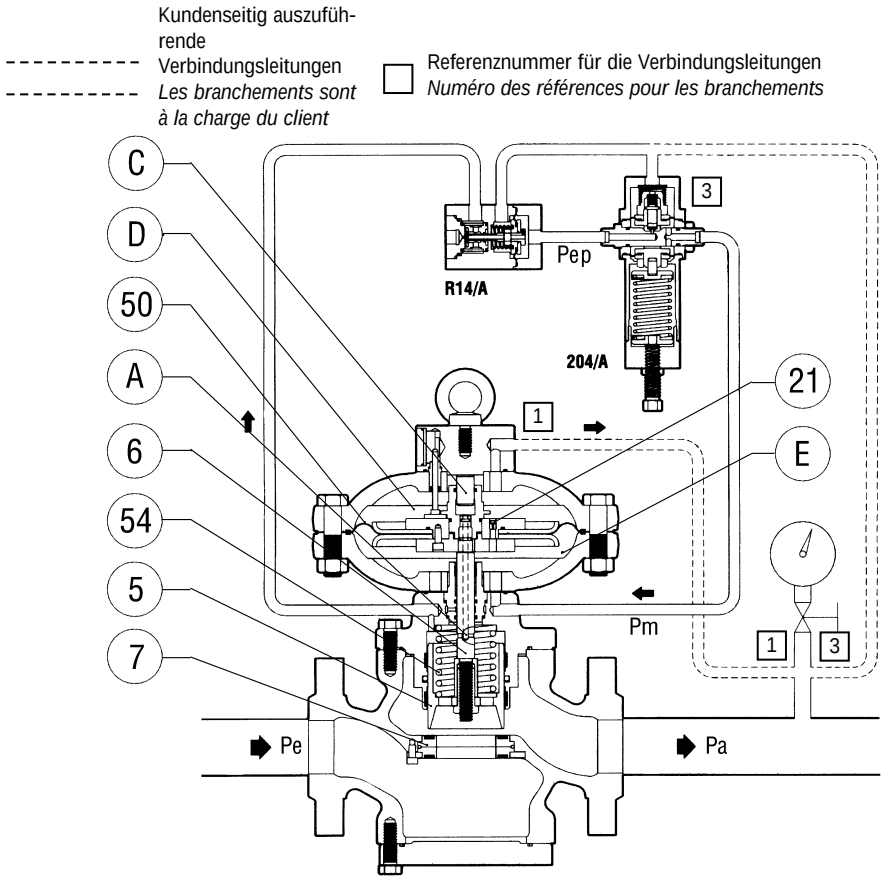
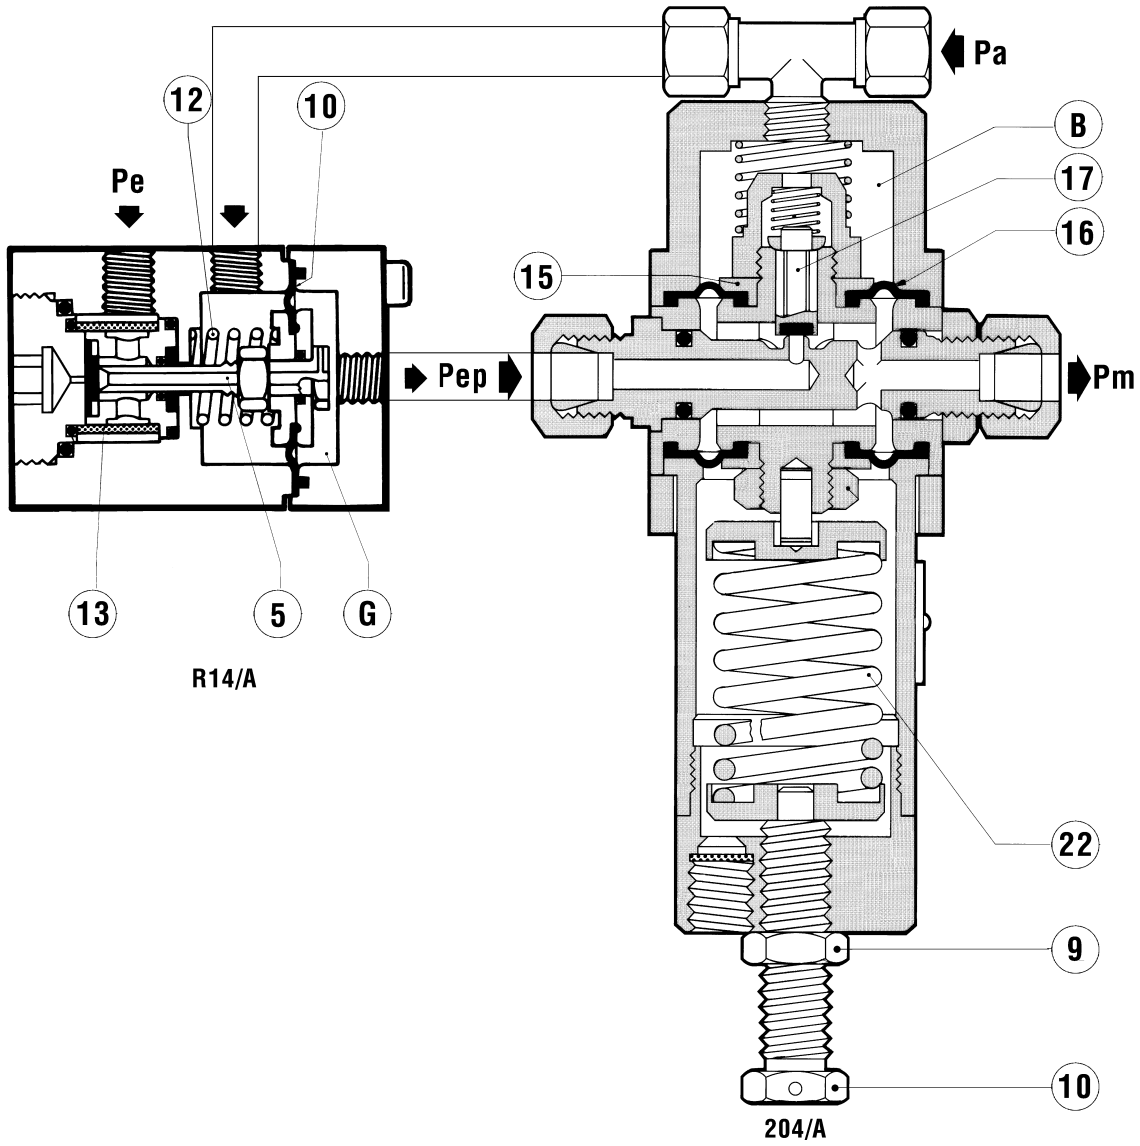

Fig. 1
Fig. 2
1.2.1 REGELGERÄT MIT PILOT 204/A+R14/A (ABB. 1)
In drucklosem Zustand wird das Stellglied 5 durch die Feder 54 in Schließstellung gehalten und liegt auf der Ventilsitzabdichtung 7 (Abb. 1) auf. In Schließstellung anstehende, sich verändernde, Eingangsdrücke haben keinerlei Einfluß auf diese Schließstellung, da das Stellglied vollkommen vordruckausgeglichen ist.
1.2.1 DETENDEUR AVEC PILOTE 204/A+R14/A (FIG. 1)
Quand il n'y a pas de pression, le clapet 5 est maintenu en position de fermeture par le ressort 54, et s'appuie sur la garniture armée 7 (fig. 1). Même si elle est variable, la pression en amont ne modifie pas cette position étant donné que le clapet et totalement compensé, et par conséquent soumis aux mêmes pressions, même si elles varient en grandeur. La tige 6 se trouve elle aussi entre deux pressions qui sont les mêmes puisque la pression en amont arrive aussi à la chambre C par le biais du trou de passage A. Le clapet est commandé par la membrane 50 sur laquelle agissent les forces suivantes:
Das Steuergas wird im Filter 13 gereinigt. Der Druck wird im Stabilisator R14/A (Abb. 2), der in der Hauptsache aus einem Stellglied 5, einer Feder 12 und einer Membrane 10 besteht, auf einen Zwischendruck Pep reduziert. Der Stabilisator R14/A ist fest auf einen Differenzdruck eingestellt und benutzt als Führungsgröße den Regeldruck Pa. Von der Kammer G wird der Druck Pep dann in den Pilot 204/A geführt, der ihn mittels des Stellglieds 17 bis auf den Wert Pm regelt; dieser wird dieser wird dann in das Meßwerk des Reglers geführt. Die Regulierung des Steuerdrucks Pm erfolgt einerseits durch die von der Pilotregler-Einstellfeder 22 ausgeübte Kraft und andererseits durch die vom Ausgangsdruck Pa in der Kammer B auf die Membrane 16 ausgeübte Kraft. Die Einstellung kann durch Drehen der Einstellschraube 10 verändert werden; das Drehen im Uhrzeigersinn hat einen Anstieg des Pm und damit des Ausgangsdrucks Pa zur Folge; das Umgekehrte gilt für das Drehen der Einstellschraube gegen den Uhrzeigersinn. Wenn beispielsweise beim Betrieb (durch Erhöhen der Durchflussmenge oder durch Abfallen des Eingangsdruckes) der Ausgangsdruck absinkt, entsteht ein Ungleichgewicht am Stellantrieb 15 des Pilotreglers. Der Stellantrieb verschiebt sich nach oben, das Stellglied 17 öffnet weiter. Folglich steigt auch der Steuerdruck Pm in der Kammer E unter der Membrane 50 (Abb. 1) und bewirkt ein Anheben des Stellgliedes 5 und somit größere Öffnung des
Le gaz est filtré par le filtre 13 et subit une première décompression dans le prédé-tendeur R14/A (fig. 2) essentiellement composé d'un clapet 5, d'un ressort 12 et d'une membrane 10 jusqu'à une valeur Pep qui dépend de la pression d'étalonnage du détendeur. La pression Pep passe ensuite de la chambre G dans le pilote 204/A qui par l'intermédiai du clapet 17 régule la pression à la valeur Pm d'introduction dans la teté du dé tendeur. Le réglage de la presion de motorisation Pm se fait en opposant la force exercée par la resort d'étalonnage 22 du pilote à l'action de la pression régulée Pa qui agit sur la membrane 16 dans la chambre B. a modification de l'étalonnage se fait en tournant la bague de réglage 10. En la tournant dans le sens des aiguilles d'une montre, la pression de motorisation Pm augmente et par conséquent la pression régulée Pa aussi; vice versa si cette bague est tournée dans le sens contraire des aiguilles d'une montre. Par exemple, si durant le fonctionnement il y a une baisse de la pression en aval Pa (à cause d'une augmentation du débit demandé, ou d'une baisse de la pression en amont), un déséquilibre se crée dans l'équipement mobile 15 du pilote, qui se déplace en provoquant une augmentation de l'ouverture du clapet 17. La valeur de la pression de motorisation Pm augmente par conséquent également. En agissant au-dessous de la membrane 50 (fig. 1) dans la chambre E, cette pression entraîne un déplacement du clapet 5 vers le haut et par conséquent l'augmentation de l'ouverture du détendeur jusqu'à ce que la valeur préétablie de